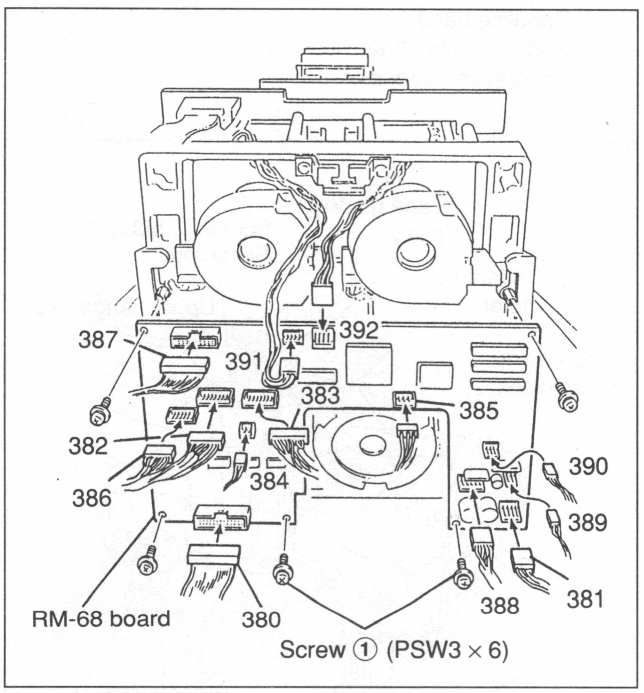

Fig.7-12-6 RM-68 Board Removal
4. RM-68 Board Removal (Fig. 7-12-6)
10. RM-68 Board Installation (Fig. 7-12-6)